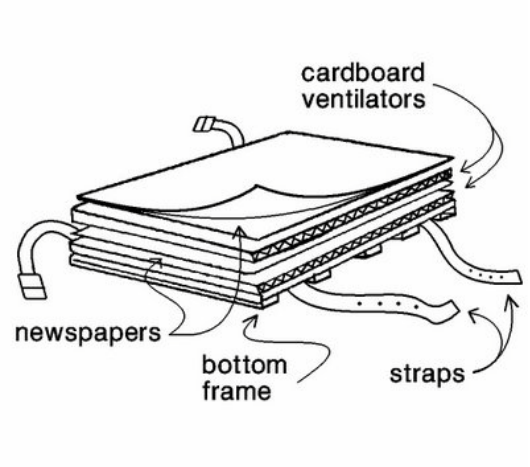

Figure 22. Schematic of a plant press for preserving plant specimens in the field.
1. The plant press consists of alternating layers of corrugated cardboard and newspaper with plywood on each side (Figure 22). The cardboard layers allow for air circulation which helps the plant specimens dry more quickly. All the layers are held together and secured with straps.